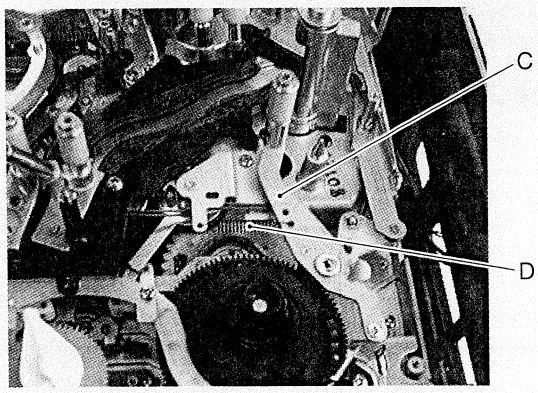

Fig. 2-7-29
5. Remove spring D from take-up tension arm assembly (see Fig. 2-7-29).